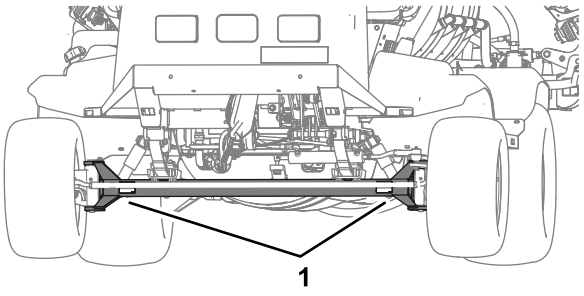
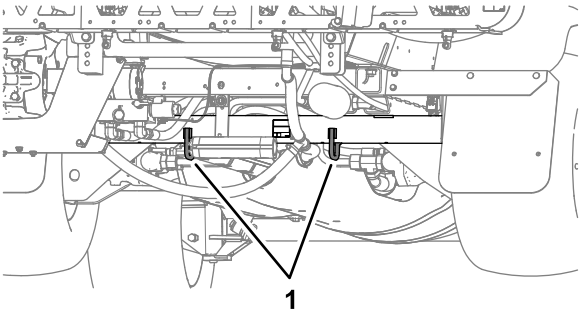

Figura 53
Figura 54
- Prenda bem a máquina ao veículo de transporte; Figura 53 e Figura 54 ilustram os pontos de fixação da máquina.